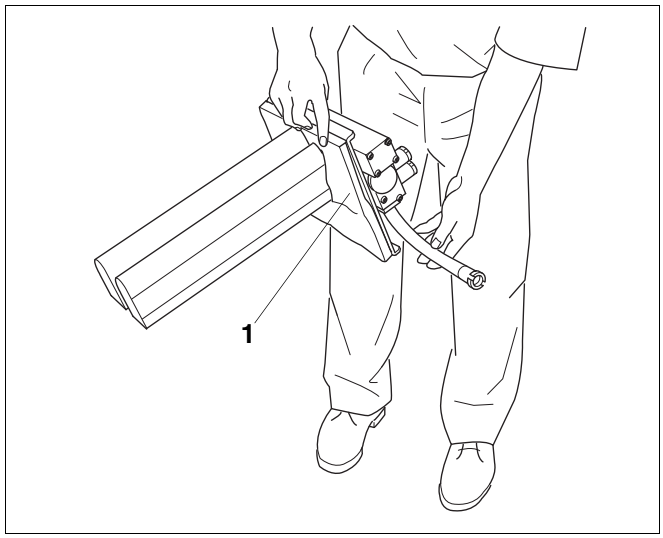

Rys. 46 Płukanie rur palnika
- Zanurzyć rury palnika w roztworze wody i środka czyszczącego i oczyścić przy pomocy szczotki. Należy zwrócić uwagę na to, aby nie zamoczyć izolacji cieplnej (rys. 46, **poz. 1**) na osłonie palnika.
- Obrócić palnik, aby usunąć resztki wody (rys. 46).